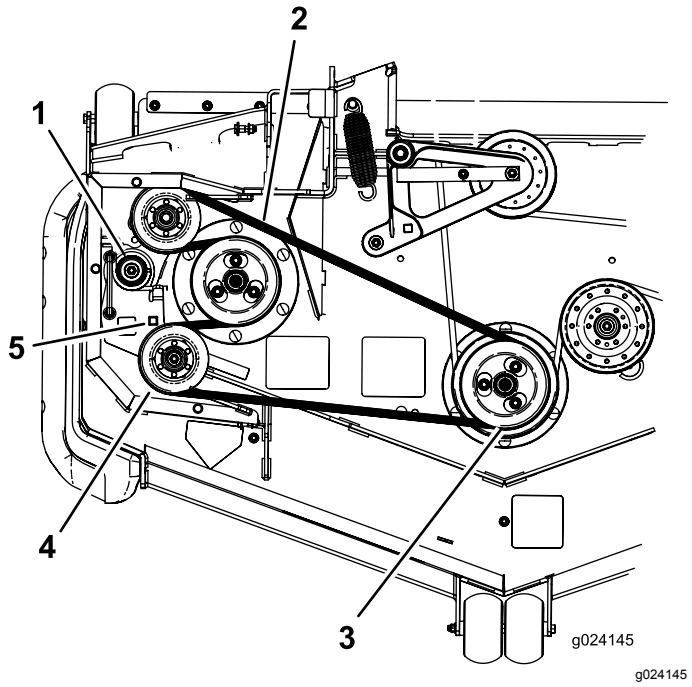

Figuur 71
7. Gebruik een ratelsleutel in de vierkante opening in de arm van de spanpoelie om de druk op de veer te verminderen (Figuur 71).